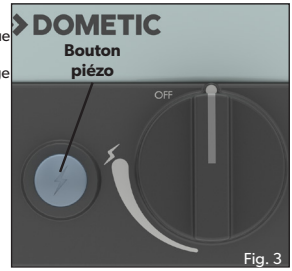

Fig. 3
- Pour allumer l'appareil à l'aide de l'allumeur piézo, appuyez et tournez le bouton de commande de 90° dans le sens inverse des aiguilles d'une montre, puis appuyez sur le bouton piézo pour allumer le gaz (voir Fig. 3). Si le gaz ne s'allume pas à la première étincelle, remettez le bouton de commande en position "OFF". Essayez à nouveau, en appuyant et en tournant le bouton de commande dans le sens antihoraire et en appuyant sur le bouton piézo pour allumer le gaz. Si le gaz ne s'est pas enflammé dans les deux ou trois premières secondes, la soupape de commande doit être fermée en tournant le bouton de commande sur la position "OFF".